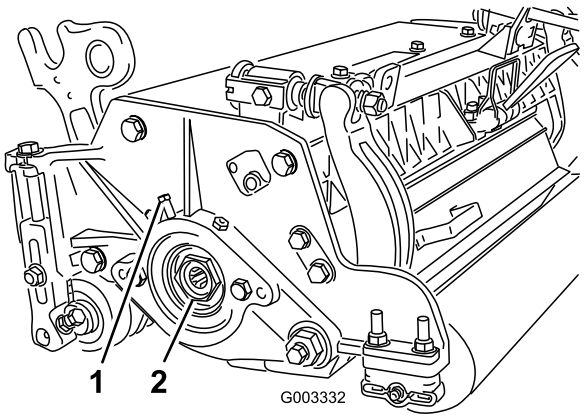

Figur 27
A. Løsn den eksterne sætskrue, der fastgør lejets justermøtrik til lejehuset, der er placeret på venstre side af klippeenheden (Figur 27).